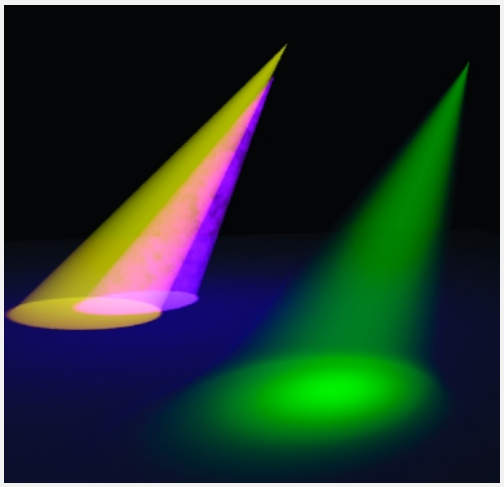

Рис. 5.
8. Теперь по аналогии создадим Scan 3 и «расфокусируем». Frost бывает разный. У меня вышел вот такой (рис. 5).